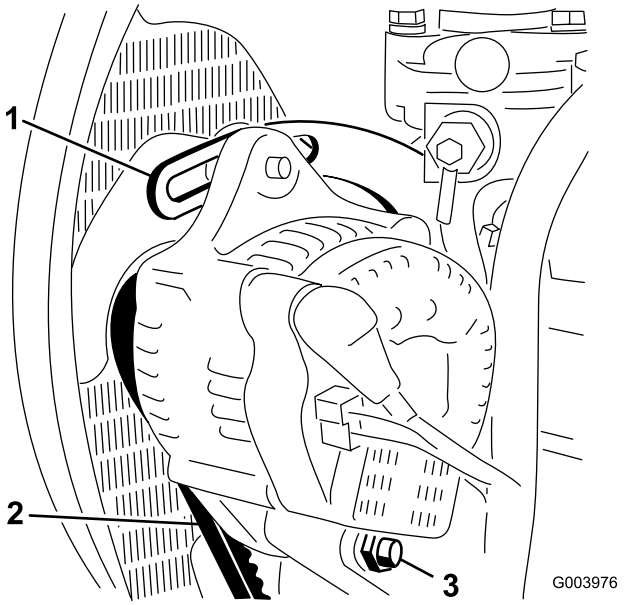

Figur 72
2. Kontrollera generatorremmens spänning genom att trycka ner remmen (Figur 72) mittemellan generatorn och vevaxelskivorna med en kraft på 10 kg.
3. Lossa den bult som håller fast staget på motorn (Figur 72), den bult som håller fast generatorn på staget samt axelbulten.